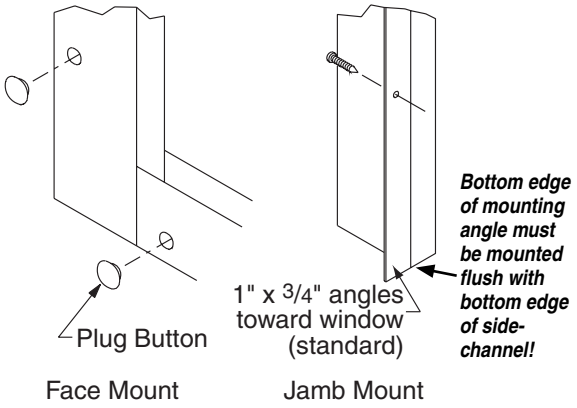

*Figure 7*
B. For face mount, side channel mounts on the surface of the wall or window mullion. Fasteners go through the side channels. Plug buttons should be used to cover holes (access and mounting holes will be pre-drilled) (see Fig. 7).
C. For inside or jamb mount, attach mounting angles to side channels. Install side channel with mounting angle toward window, if depth will allow, so it is not visible (it can also be installed toward the room). The bottom edge of the mounting angle must be mounted flush with the bottom edge of the side-channel. Fasteners will go through the mounting flange (see Fig. 7).